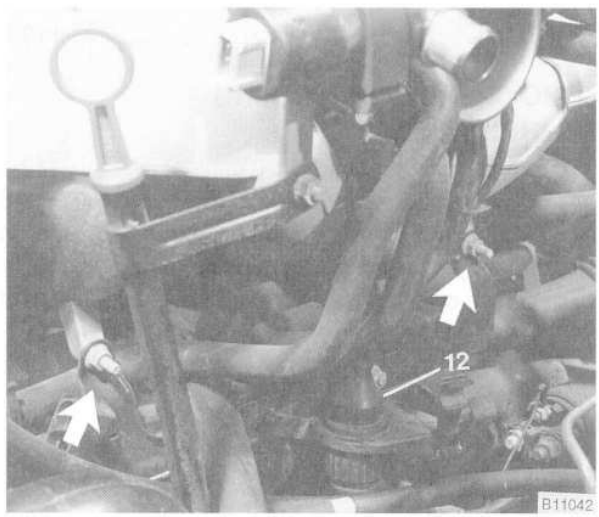

Fig. 3. Main wiring harness connector bracket under intake manifold (**12**). Also remove bracket mounting nuts (**arrows**).
9. Disconnect the main harness connector at the bracket beneath the intake manifold and remove connector from the bracket. Remove the bracket mounting nuts. Pull the wiring bracket off the mounting studs. See Fig. 3.